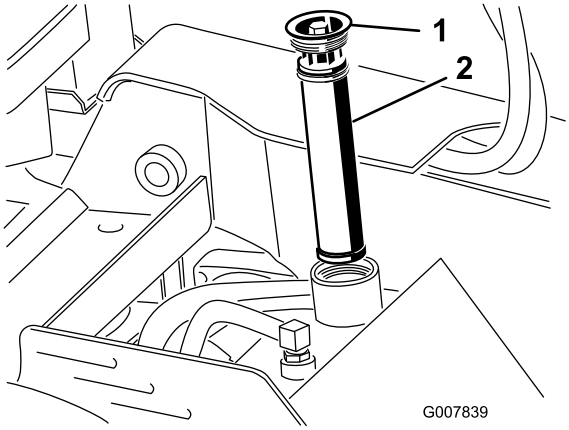

Figur 58
5. Ta bort och släng det gamla filtret (Figur 58).
6. Montera det nya hydraulfiltret och påfyllningslocket (Figur 58) och dra åt skruven ovanpå till 13–15,5 Nm.
6. Ta bort hydraultanklocket och filtret (Figur 58).
12. Montera hydraulfiltret och påfyllningslocket (Figur 58) och dra åt skruven ovanpå till 13–15,5 Nm.